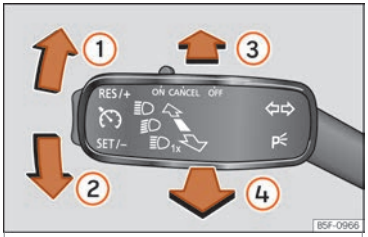

Fig. 109 Turn signal and main beam lever.
- From the base position, press the turn signal and main beam headlights lever forwards ››› Fig. 109 ③ When the lamp is displayed on the instrument panel display, the main beam assist is switched on.
- **OR:** while the main beam is on, pull the turn signal light and main beam headlights lever forwards ››› Fig. 109 ④.